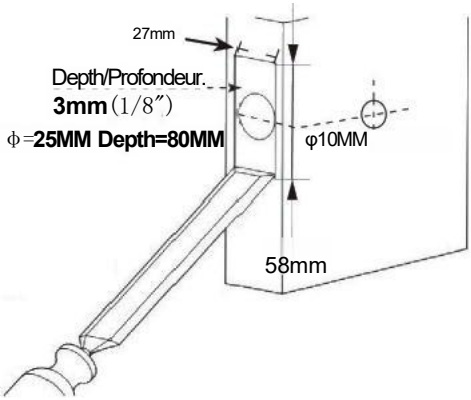

FIG2
1) Marquez un point central sur la « ligne centrale du loquet » (comme sur la figure 2).